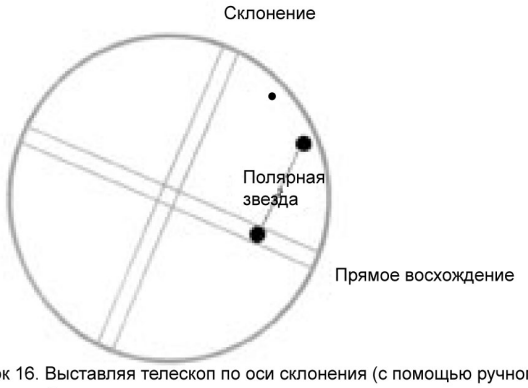

Рисунок 16. Выставляя телескоп по оси склонения (с помощью ручного контроллера), поместите звезду в перекрестье по оси прямого восхождения.
7. Используя клавиши выбора направления, отрегулируйте телескоп по оси склонения так, чтобы Полярная звезда легла на прицел по оси прямого восхождения (рис.16).